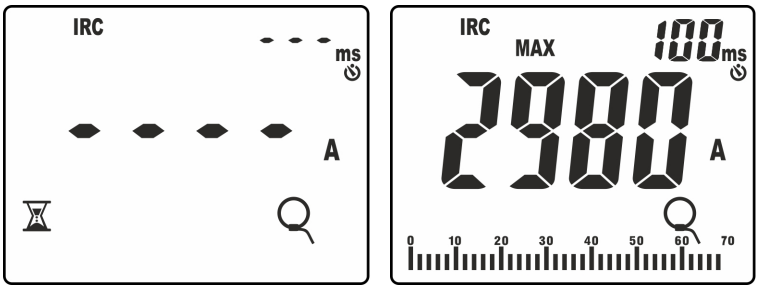

Fig. 41: Reconocimiento evento corriente de arranque
8. Pulse la tecla **GO/HOLD** para activar la función. El instrumento se pone a la espera del reconocimiento del evento (valor medido superior al umbral fijo de disparo igual al **1%FE pinza: ej 30A para FE = 3000A**) mostrando el símbolo "" en pantalla (vea la Fig. 41 – parte izquierda)
9. Al reconocimiento del evento la medida se detiene automáticamente y el instrumento muestra en el visualizador principal el valor **Max RMS** calculado sobre el tiempo de valoración de **100ms** (default) reportado en el visualizador secundario (vea la Fig. 41 – parte derecha)